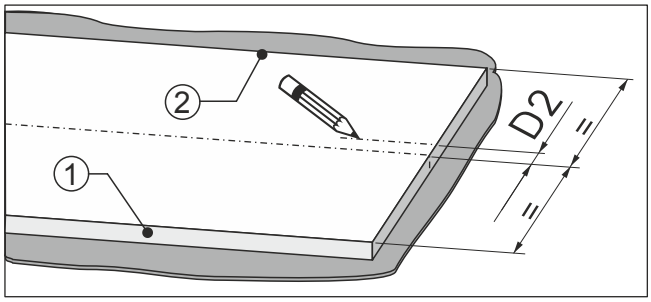

Fig. 93
▶ Măsurați de la centrul frontului de mobilier cota *Fig. 93 (D2)* în direcția părții opritorului ușii *Fig. 93 (2)*.